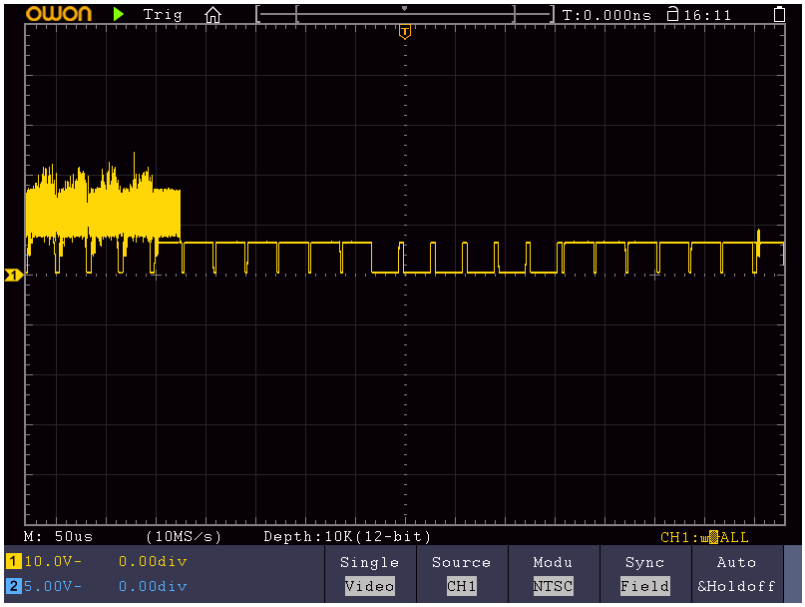

Figure 9-7 Waveform Captured from Video Field Trigger
(1) Push the **Trigger Menu** button to display the trigger menu.
(2) Select the first menu item in the bottom menu. Select **Single** in the right menu.
(3) In the left menu, select **Video** as the mode.
(4) Select **Source** in the bottom menu. Select **CH1** in the right menu.
(5) Select **Modu** in the bottom menu. Select **NTSC** in the right menu.
(6) Select **Sync** in the bottom menu. Select **Field** in the right menu.
(7) Turn the **Vertical Scale**, **Vertical Position** and **Horizontal Scale** knobs to obtain a proper waveform display (see *Figure 9-7*).